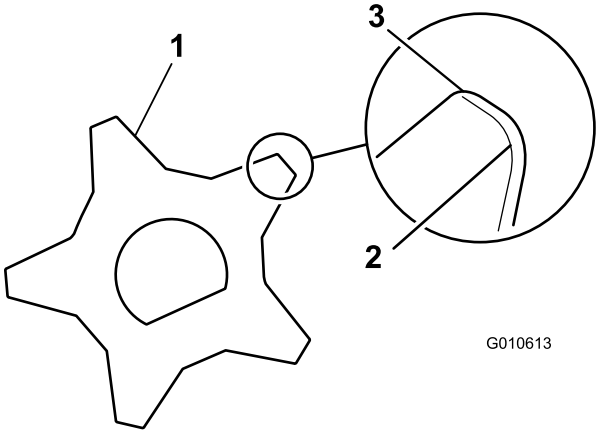

Figur 37
13. Montera axeln i omvänd ordning så att det vassaste knivbladet är riktat framåt (Figur 37).